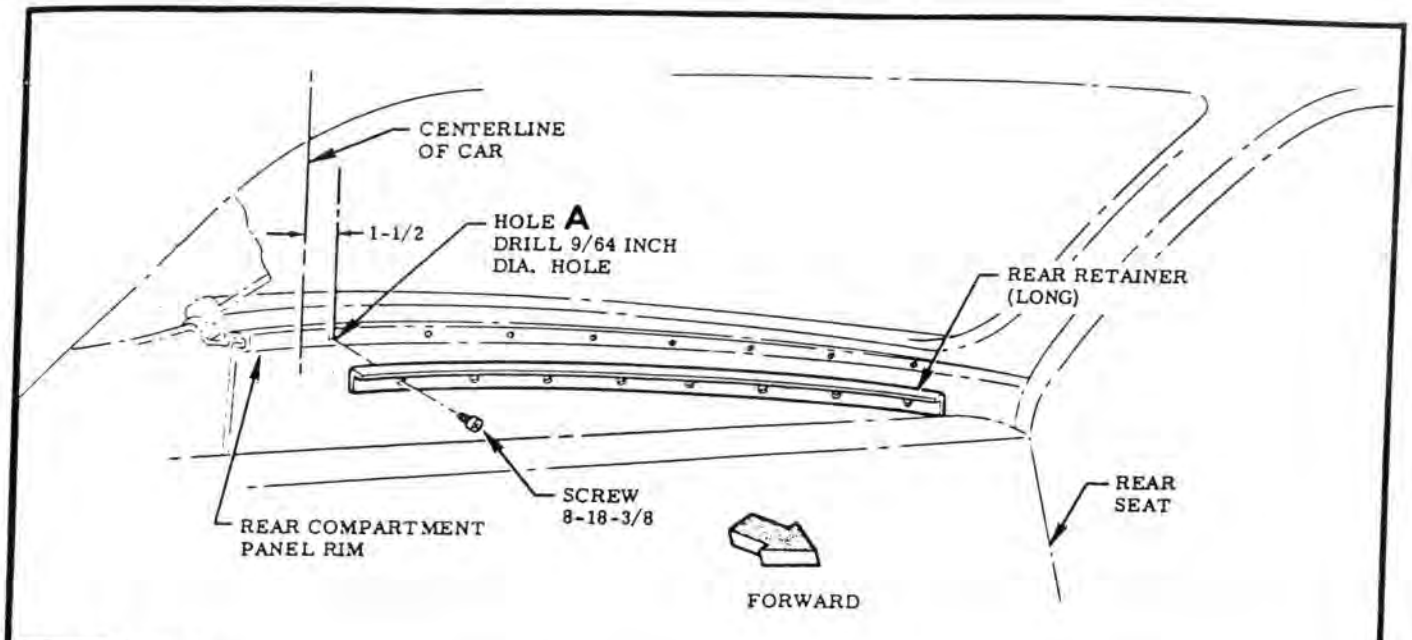

FIG. 1 DRILLING
STEP 1 MARK CENTERLINE OF CAR ON REAR COMPARTMENT PANEL RIM. LOCATE, CENTER PUNCH & DRILL HOLE "A". CENTERLINE CAN BE LOCATED FROM CREASE LINE IN REAR DECK LID. SEE FIG. 1.
STEP 2 BEND ONE OF THE TWO LONGEST REAR RETAINERS (WITH FLANGE UP) TO FIT CONTOUR. LINE UP THE INNER MOST HOLE WITH HOLE JUST DRILLED & SECURE WITH SCREW. SEE FIG. 1.
STEP 3 USING RETAINER AS TEMPLATE, DRILL THRU REAR COMPARTMENT PANEL RIM FOR REMAINING SCREW LOCATIONS. SEE FIG. 1.